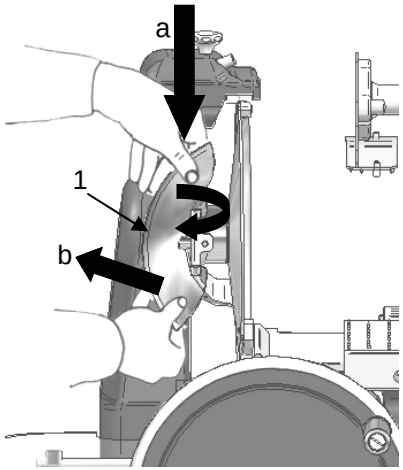

Abb.45
- nach unten drücken (*Abb.45 Detail a*), Innenseite nach außen legen (*Abb. 45 Detail b*) und aushängen.